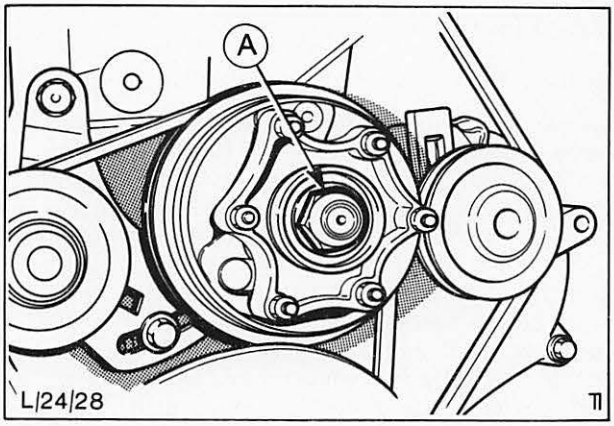

Abb. 18 A = Mutter – Lüfterwelle
1. Mutter – Lüfterwelle lösen, Abb. 18, dabei Riemenscheibe mit einem handelsüblichen Universal-Bandschlüssel festhalten.